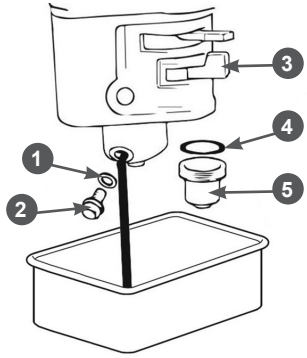

Рис. 26 Обслуживание карбюратора
1. Установите под карбюратор подходящую емкость (Рис. 26).
2. Установите рычаг топливного крана 3 в положение «ЗАКРЫТО» (Рис. 26).
3. Открутите болт 2 сливного отверстия и слейте топливо из поплавковой камеры карбюратора в приготовленную для этого ёмкость (Рис. 26).
4. Открутите стакан отстойника 5, вылейте из него топливо в заранее подготовленную емкость (Рис. 26).
1. Слейте топливо из топливного бака и карбюратора (Рис. 26).